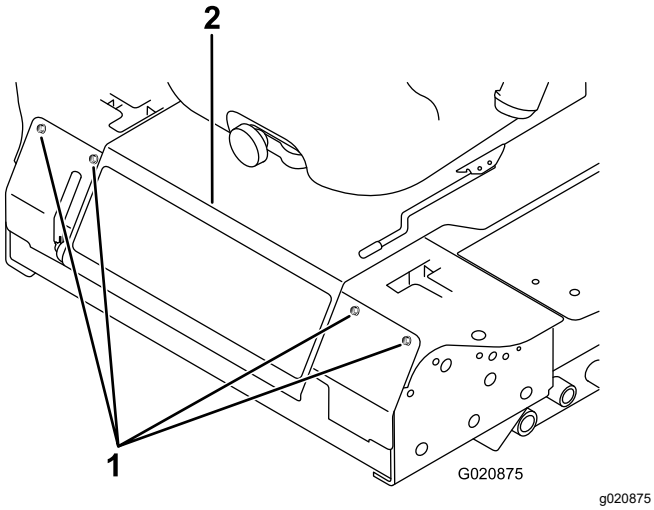

Figura 47
2. Togliete i bulloni che fissano il pannello anteriore, e rimuovete il pannello (Figura 47).